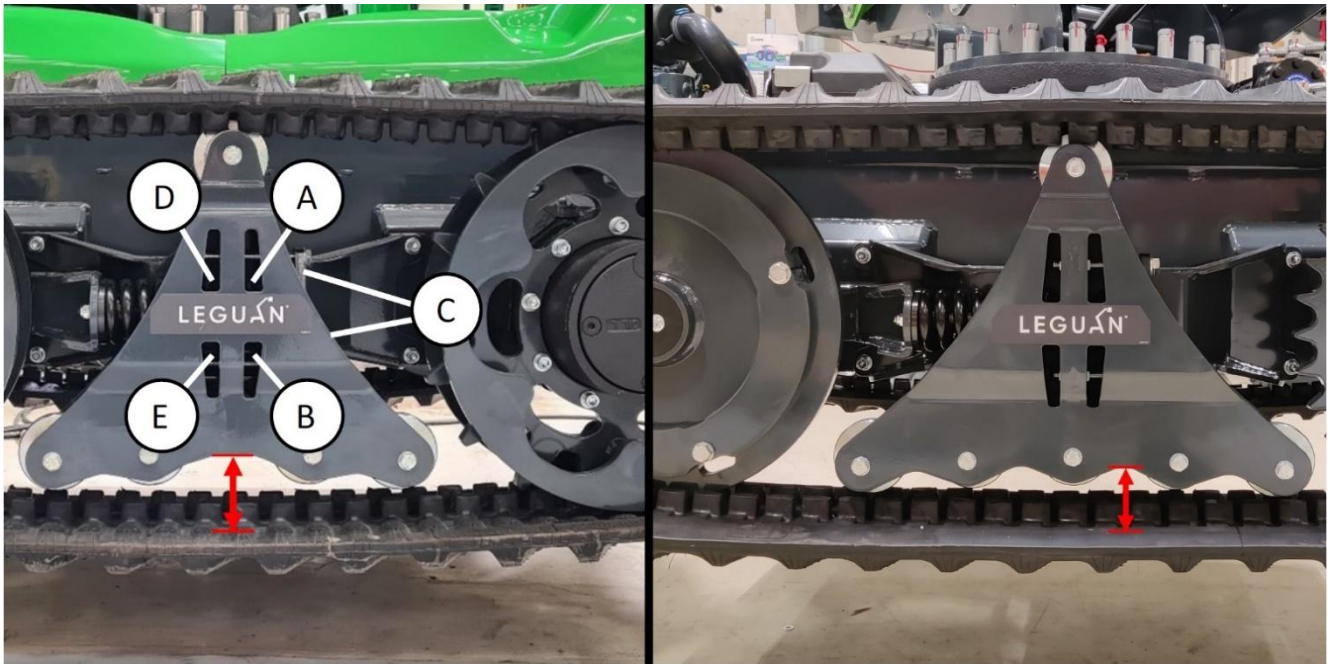

Rysunek 12. Regulacja naprężenia gąsienicy
Gąsienica jest naprężana za pomocą wstępnie naciągniętej sprężyny. W celu naprężenia gąsienicy należy poluzować nakrętkę oznaczoną jako (A) i (B) na rysunku 12. Następnie dokręcić nakrętki D i E oraz przytrzymać śruby C (lub odwrotnie). Spowoduje to pociągnięcie śrub (rysunek 12, (C)) i płyty regulacyjnej do środka gąsienicy oraz przesunięcie przedniego koła gąsienicy do przodu. Naprężyć nakrętki wystarczająco, tak aby wyprostować gąsienicę względem jej ramy, a odstęp wyniósł 85–90 mm. Równomiernie dokręcić obie nakrętki. Po regulacji dokręcić nakrętki A i B.